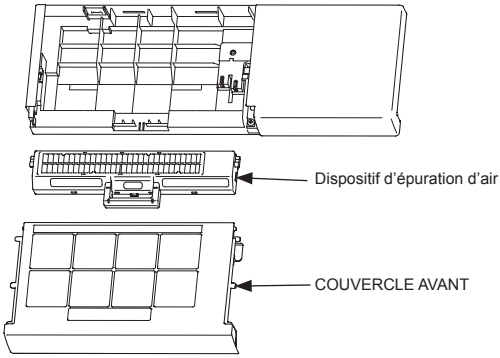

Fig. 7
5) Déposez le COUVERCLE AVANT, puis le dispositif d'épuration d'air. (Fig. 7)